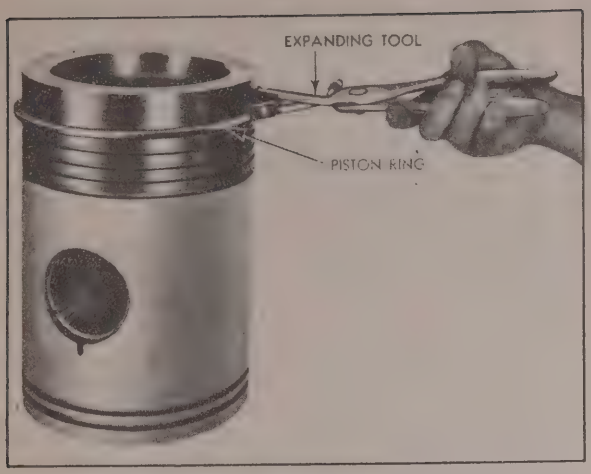

Fig. 2H
A ring assembly tool is furnished with the engine for replacing the rings in the piston grooves and for removing them from the grooves. This special ring expander is fitted with an adjustable stop which limits the maximum opening of the jaws and the resulting expansion of the rings. This stop should set so that the rings will be expanded only enough to clear the outside diameter of the piston. An excessive expansion of the rings may lead to early failure in service. (See Fig. 2H.)
5. Remove saddle, spring and washers from piston. If it is desired to remove the piston rings this may be done with the special tool. Do not expand the rings more than is necessary to clear the piston. (See Fig. 2H.)